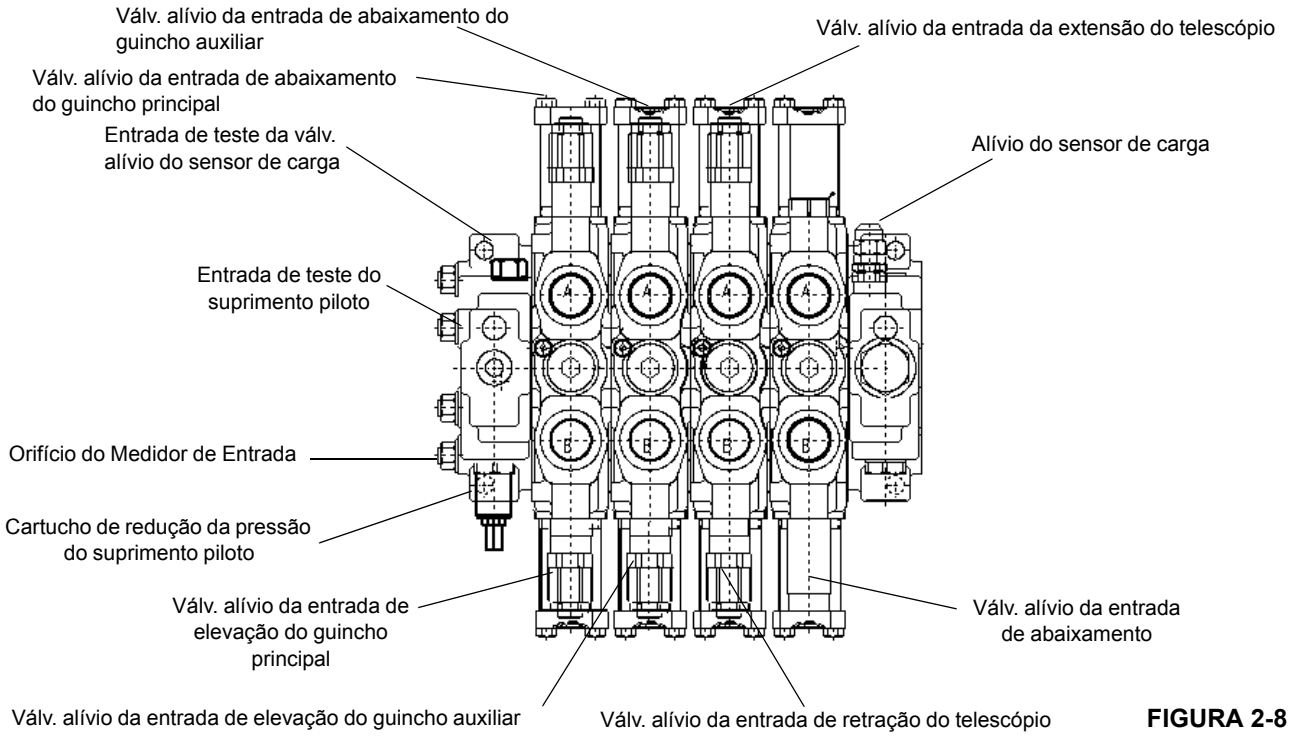

FIGURA 2-8
1. Remova a tampa e instale o manômetro na entrada do medidor da entrada da válvula de controle direcional principal. (Consulte a Figura 2-8.)
4. Remova a tampa e instale o manômetro na entrada de teste da válvula de alívio do sensor de carga da válvula de controle direcional principal. (Consulte a Figura 2-8.)
1. Remova a tampa e instale o manômetro na entrada de teste do suprimento piloto (Figura 2-8).
1. Remova a tampa e instale o manômetro na entrada de teste da válvula de alívio do sensor da carga na válvula de controle direcional principal Figura 2-8.